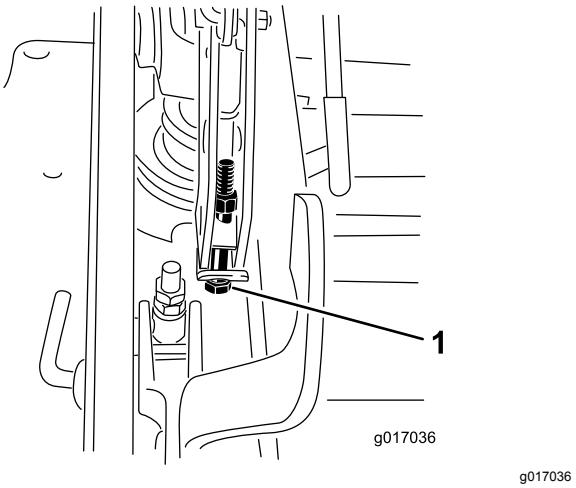

Figur 99
12. Hvis skjoldet er for lavt, skal bolten til enkeltpunktsjusteringen drejes med uret, så den strammes. Hvis skjoldet er for højt, skal bolten til enkeltpunktsjusteringen drejes mod uret, så den løsnes (Figur 99).